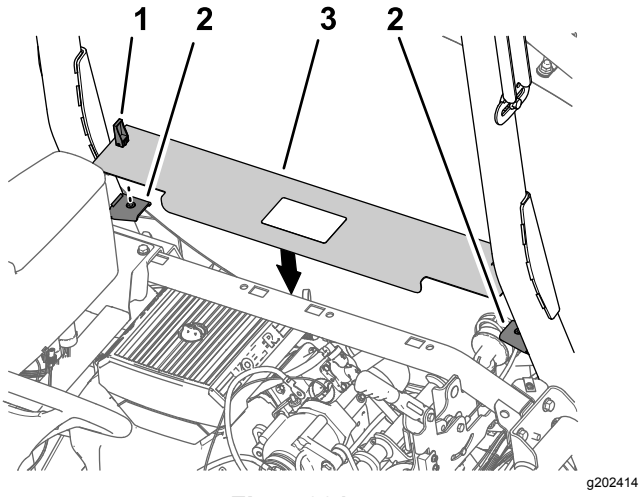

Figur 221
1. Ret låsene til motorens adgangspanel ind efter bøsningerne i panelstøttebeslagene på styrtbøjlen (Figur 221).
2. Monter panelet på beslagene (Figur 221).
3. Drej låsehåndtagene ned for at fastgøre panelet på beslagene (Figur 221).